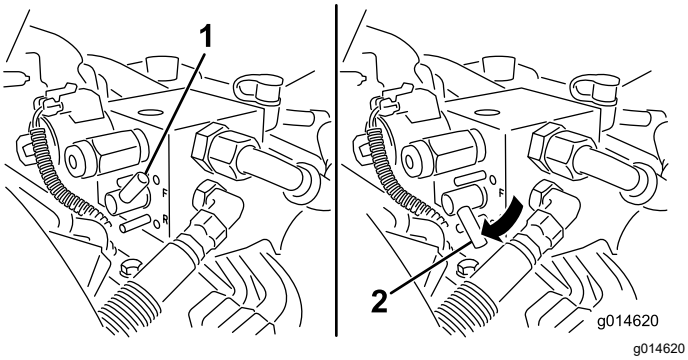

Figur 53
5. Vrid slipningsspaken till BAKÅTLÄGET (R) (Figur 53).